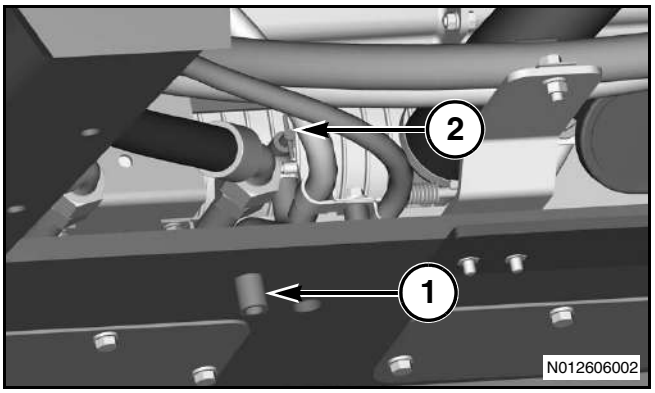

Рис. 68
Рис. 68: Установите подходящую емкость под сливную магистраль (1). Проверните кран (2) против часовой стрелки, чтобы открыть его. Слейте охлаждающую жидкость в подходящую емкость для хранения или утилизации. После того, как охлаждающая жидкость стечет, проверните кран (2) по часовой стрелке, чтобы закрыть его.